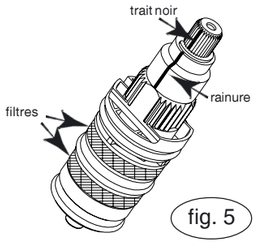

fig. 5
- vérifier que le trait noir soit correctement aligné avec la rainure (voir fig. 5)
Filtres de la cartouche thermostatique : avec des eaux fortement calcaires ou chargées, les filtres (voir fig.5) protégeant la cartouche thermostatique peuvent s'obstruer et réduire le débit. Il sera alors nécessaire de nettoyer les filtres en trempant dans du vinaigre chaud la partie de la cartouche sur laquelle ils sont sertis.